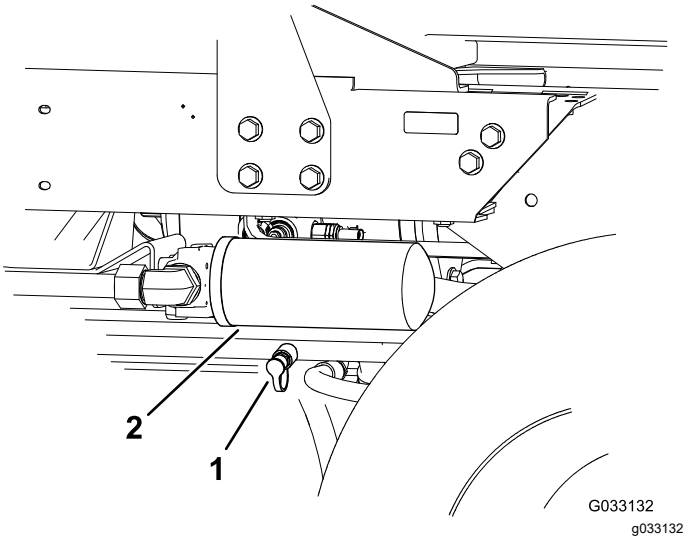

Figur 76
2. Tilslut en hydraulikslange mellem fejlfindingsfittingen monteret i den bageste traktionsmanifold og tryktestporten for omvendt traktion (Figur 76).